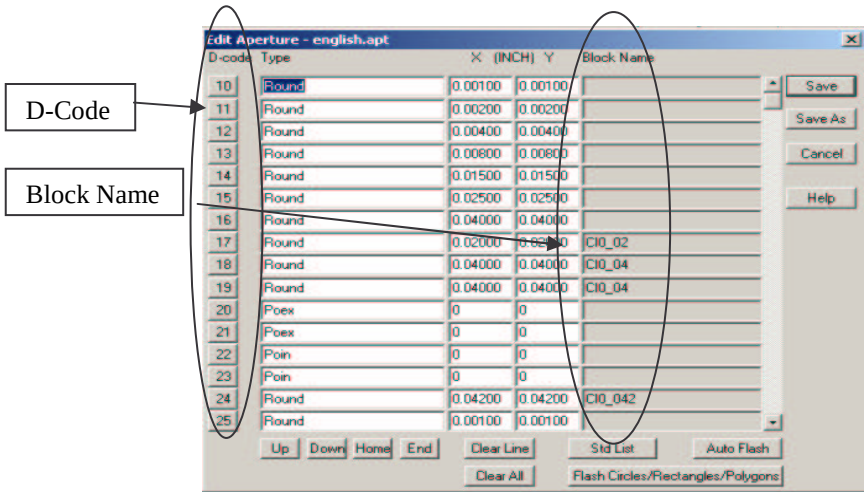

Figure 10: Example of Edit Aperture menu
7) Back in the **Edit Aperture** menu find each block name for which a hole is desired and note the corresponding **D-code** (see figure 10). Hit **Save**.